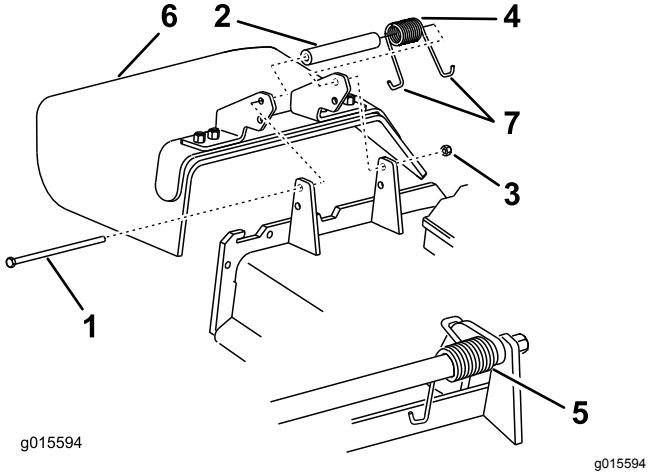

Figura 107
1. Retire la contratuerca, el perno, el muelle y el espaciador que sujetan el deflector a los soportes de pivote (Figura 107).
Nota: Asegúrese de colocar un extremo en **J** del muelle detrás del reborde de la carcasa antes de instalar el perno, según se muestra en Figura 107.
5. Coloque un extremo con gancho en **J** del muelle alrededor del deflector de hierba (Figura 107).